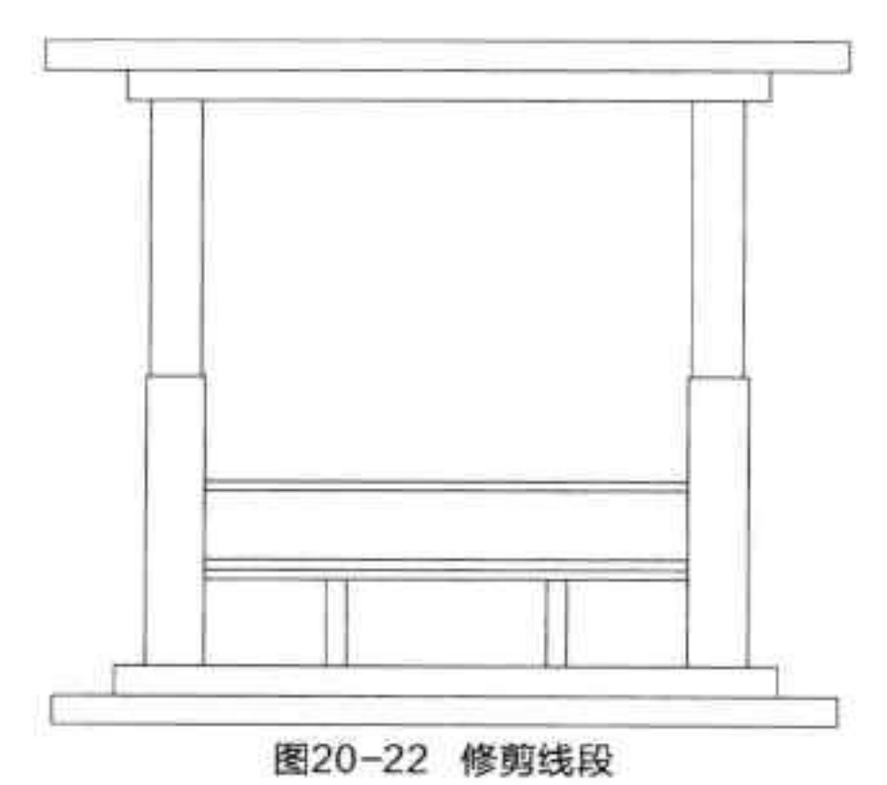

图20-22 修剪线段
Step 10 执行“修剪”命令，对偏移后的图形进行修剪，如图 20-22 所示。